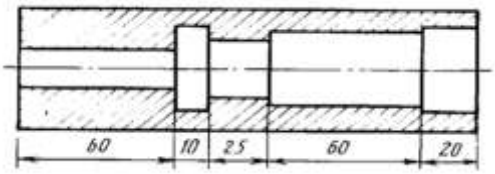

Рисунок 47
1. Цепной способ (рисунок 47*)*. Размеры отдельных элементов детали наносятся последовательно, как звенья одной цепи. Этот способ применяется в редких случаях.